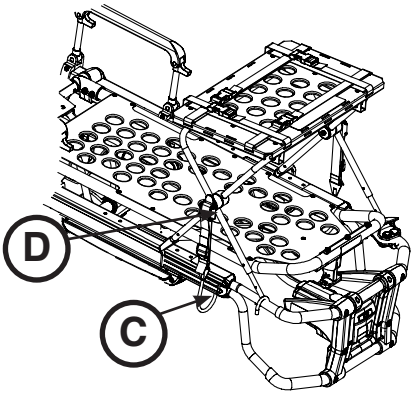

Figura 57
5. Posizionare il gancio (C) sotto il telaio del piano rete o il dispositivo di fissaggio lato piedi e spingere la linguetta (D) fino a bloccarla in posizione con un clic udibile come mostrato in Figura 57. Ripetere sull'altro lato della piattaforma del defibrillatore.